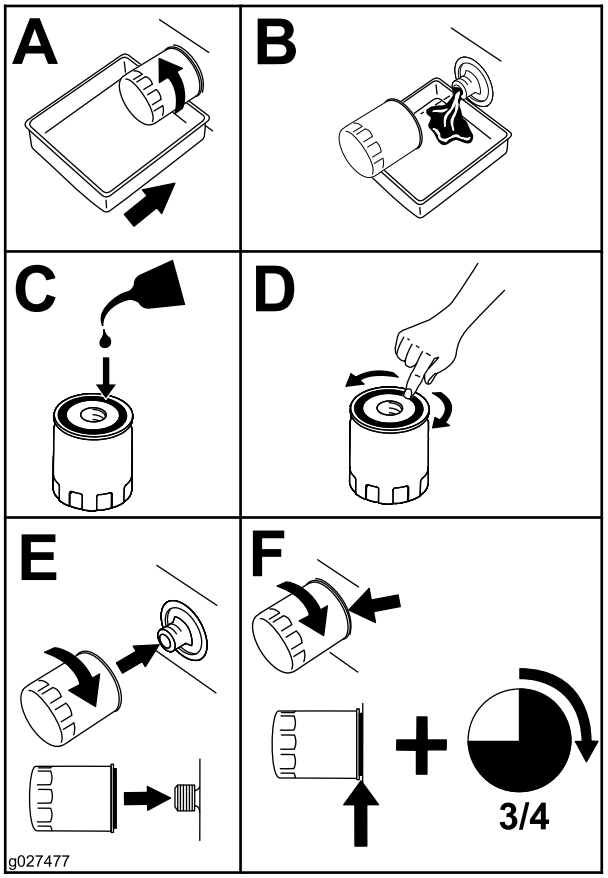

Rysunek 38
4. Wymień filtr oleju (Rysunek 38).